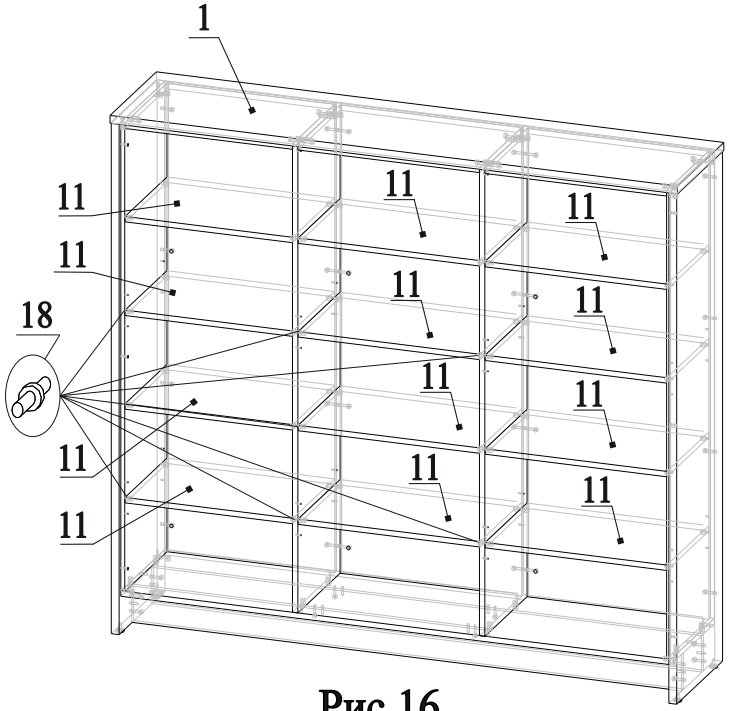

Рис.16
28. Соединить деталь 1 с деталями 2, 3 и 6, затянуть эксцентрики по часовой стрелки до упора (рис.16);
30. Вставить полкодержатели 18 в отверстия на деталях 4, 5 и 6 на нужной высоте (рис.16);
31. Установить детали 11 в каркасе стеллажа (рис.16 и 17);